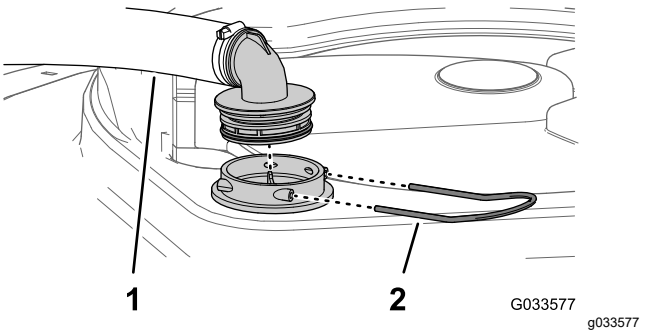

Figura 112
2. En la parte superior del depósito de fumigación, retire la horquilla de retención que sujeta el acoplamiento que está conectado a la manguera grande y al alojamiento del filtro (Figura 112).
3. Retire la manguera y el acoplamiento del alojamiento del filtro (Figura 112).